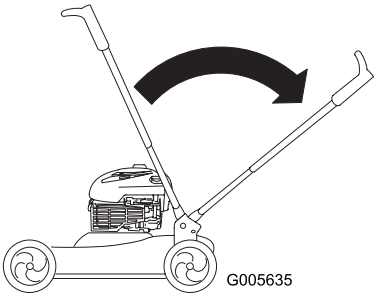

Figura 39
3. Para desdobrar o manípulo, basta voltar a colocá-lo na posição de funcionamento (Figura 39).